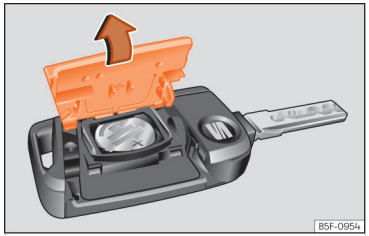

Abb. 45 Fahrzeugschlüssel: Deckel des Batteriefachs öffnen.
- Abdeckung auf der Rückseite des Fahrzeugschlüssels in Pfeilrichtung abnehmen ››› (Abb. 45) , ››› ⓘ.